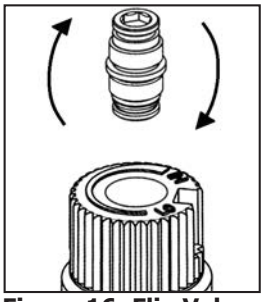

Figure 16: Flip Valve Screw
c) Flip the screw around and reinsert with the red o-ring seal facing outward (see Figure 16).